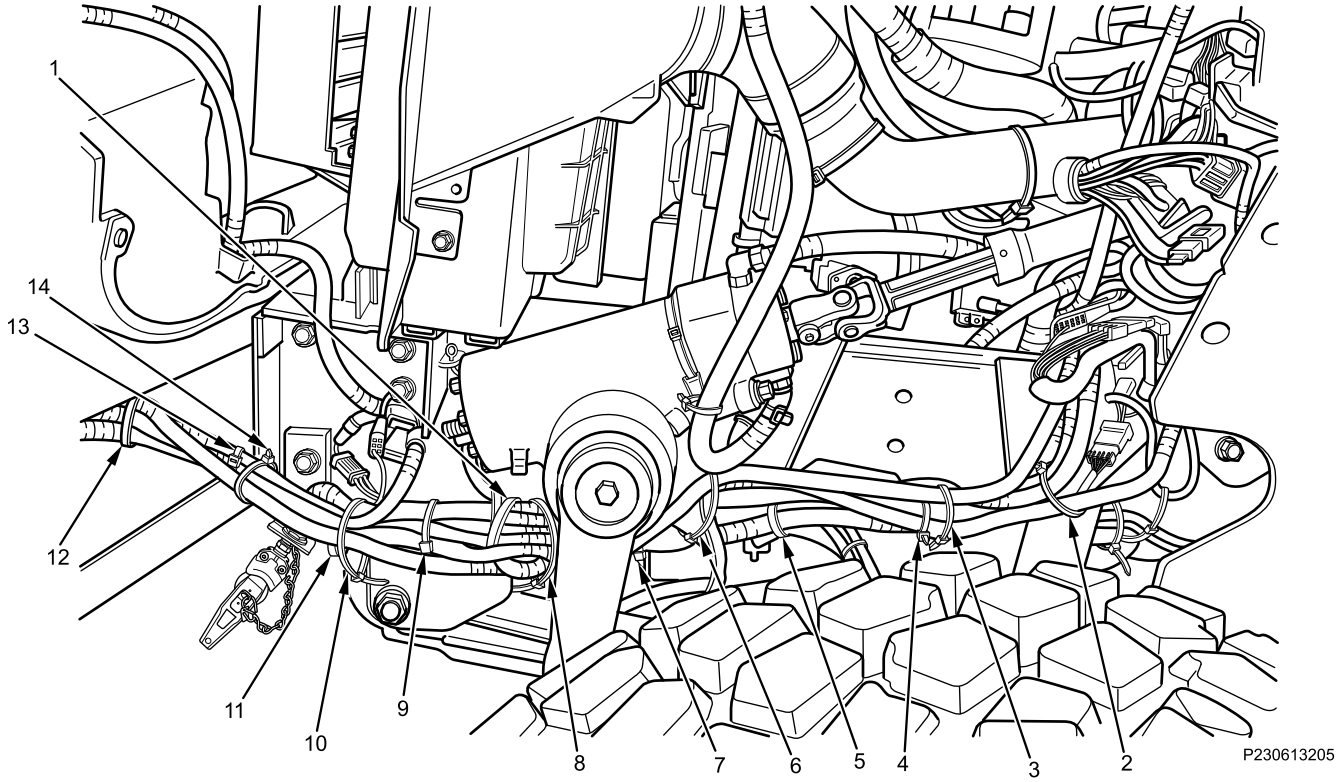

Figure 8. Front Trailer Harness Cable Lock Straps.
5. Install 14 new cable lock straps (Figure 8, Item 1 through 14) to secure front trailer hookup harness.